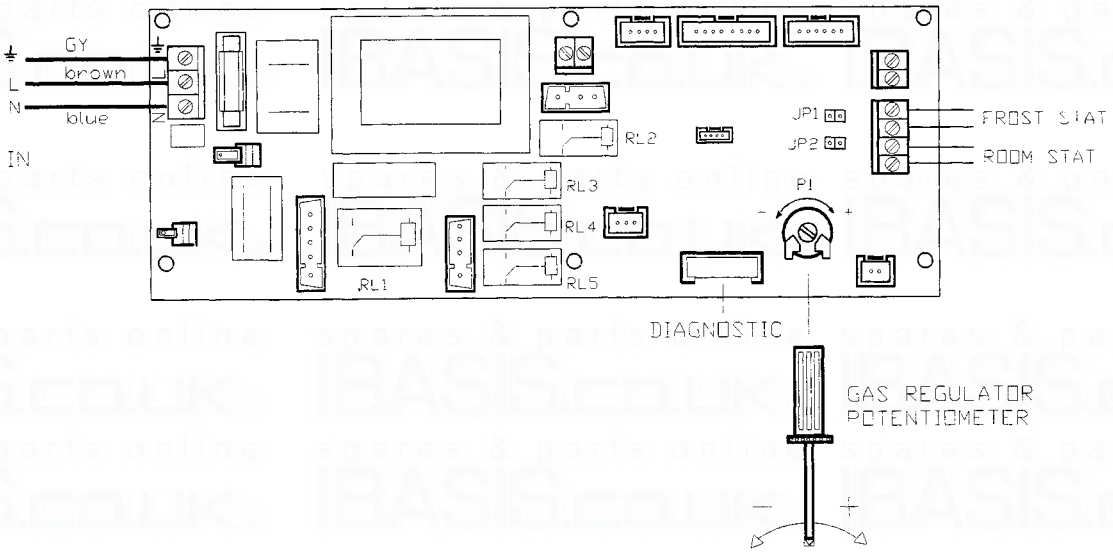

Fig. 48
- The terminals are easily visible on the front of the electronic control board (Fig. 48).
- With boiler operating use a screwdriver to turn potentiometer (Fig. 48) clockwise to increase pressure and anti-clockwise to decrease pressure